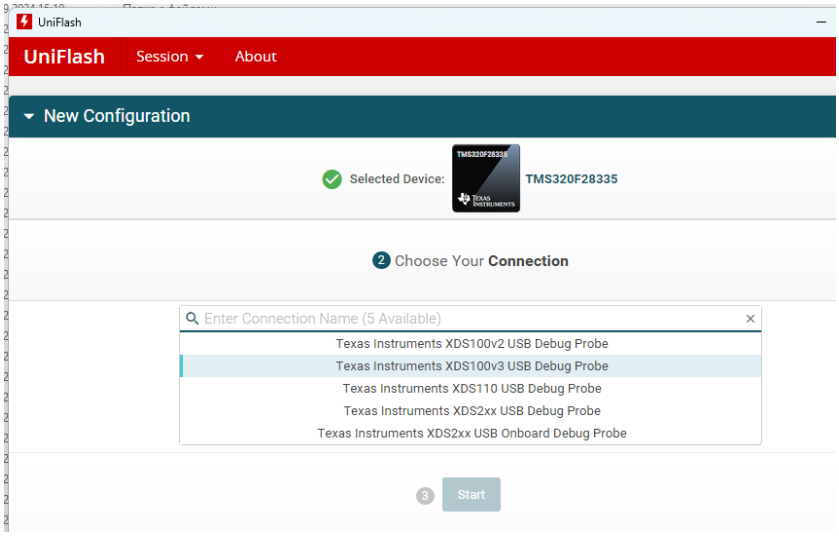

Рисунок 3. Выбор программатора
5.1.2.5 В следующим окне выбрать используемый программатор и нажать кнопку Start. (см. рисунок 3).